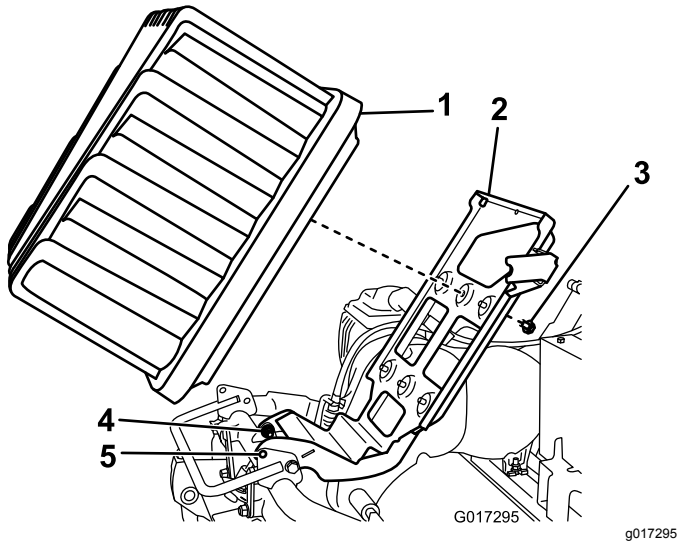

Figur 12
5. Lossa de två axelskruvarna/-muttrarna ett halvt varv var (Figur 12).
6. Höj batteriplattformen tills låshålen i basen och ramen passar in med varandra (Figur 12).